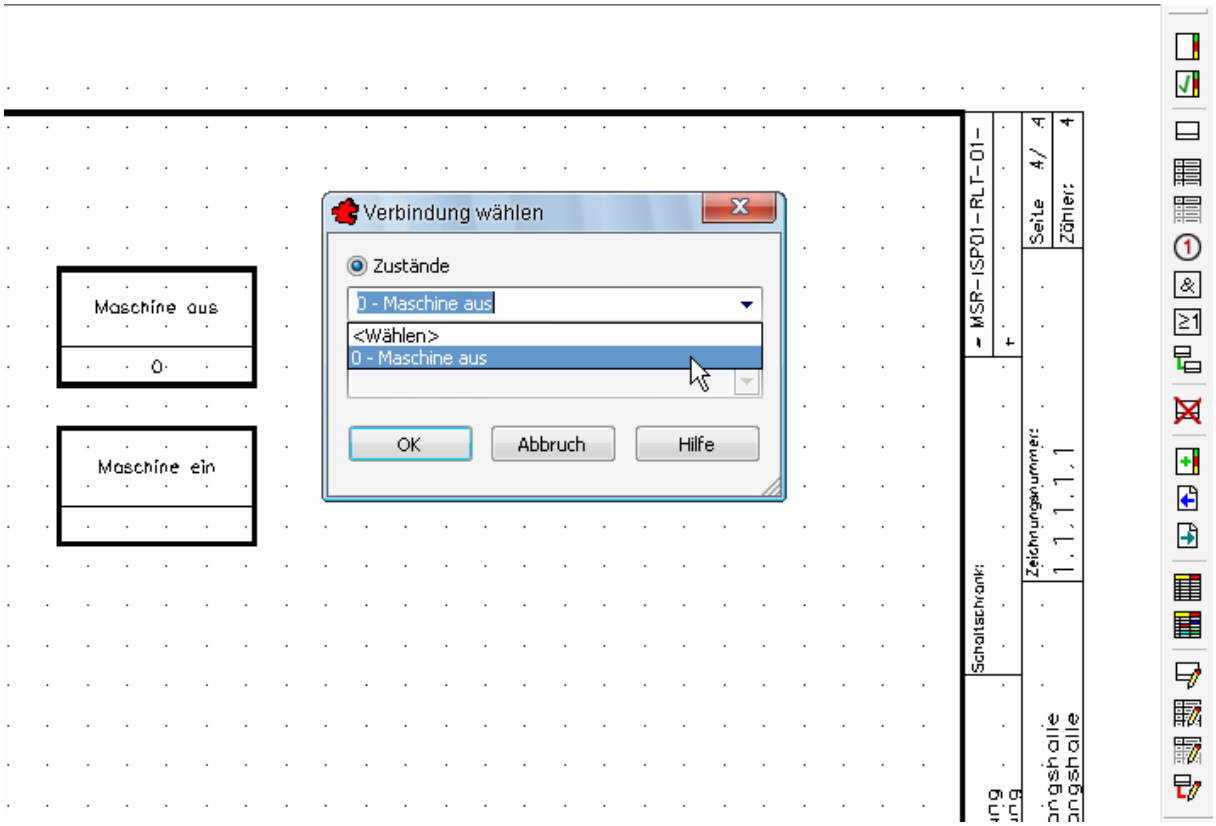

Bild 4.23 – Editieren einer neuen Aktion
4.6.1 Zustandsgraph nach VDI 3814-6 (Abb. 4.23)